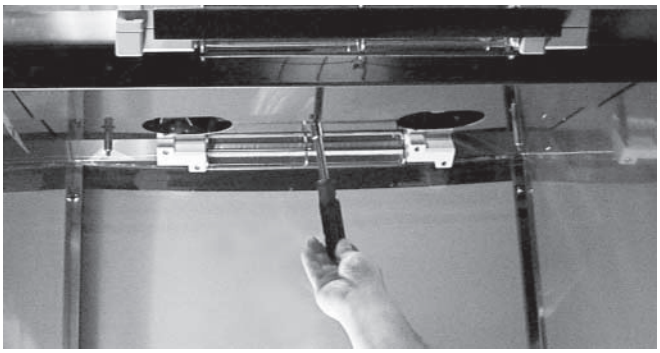
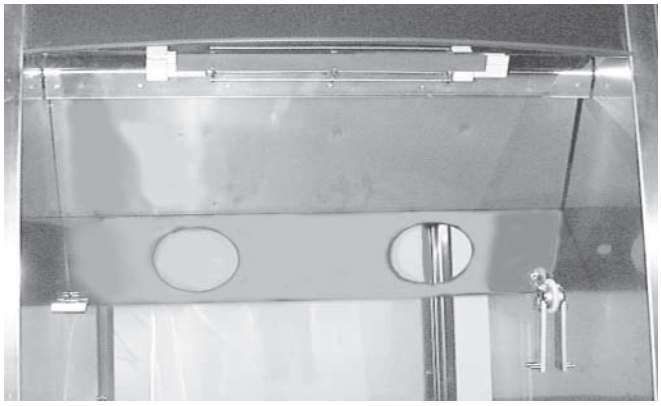

Fig. 61
Fig. 62
3. Using a 7/16" nutdriver, remove the center nut that secures the element cover (Fig. 61). Allow the element cover to swing down toward you (Fig. 62).